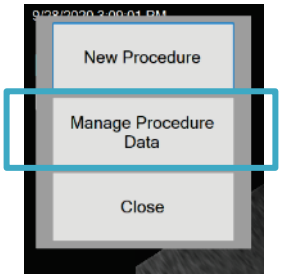

Figure 6-18. Manage Procedure Data.
- Click the "Manage Procedure Data" button, see Figure 6-18.